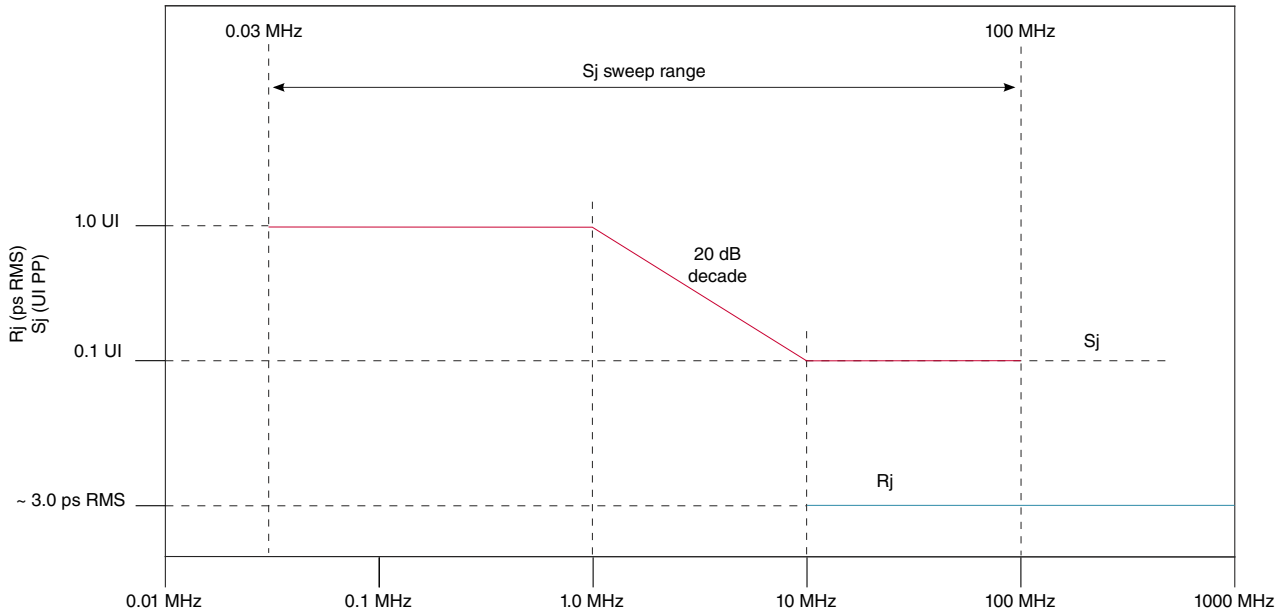

Figure 45. Swept sinusoidal jitter mask
1. Each UI is 125 ps ± 300 ppm. UI does not account for spreadspectrum clock dictated variations. 2. $T_{RX-SV-8G}$ is referenced to TP2P and is obtained after post-processing data is captured at TP2. $T_{RX-SV-8G}$ includes the effects of applying the behavioral receiver model and receiver behavioral equalization. 3. Frequency = 2.1GHz. $V_{RX-SV-DIFF-8G}$ voltage may need to be adjusted over a wide range for the different loss calibration channels. 4. Fixed at 100 MHz. The sinusoidal jitter in the total jitter tolerance may have any amplitude and frequency. 5. See Figure 45. on page 142. 6. Random jitter spectrally flat before filtering. Random jitter (Rj) is applied over the following range: The low frequency limit may be between 1.5 and 10 MHz, and the upper limit is 1.0 GHz. Rj may be adjusted to meet the 0.3 UI value for $T_{RX-SV-8G}$.